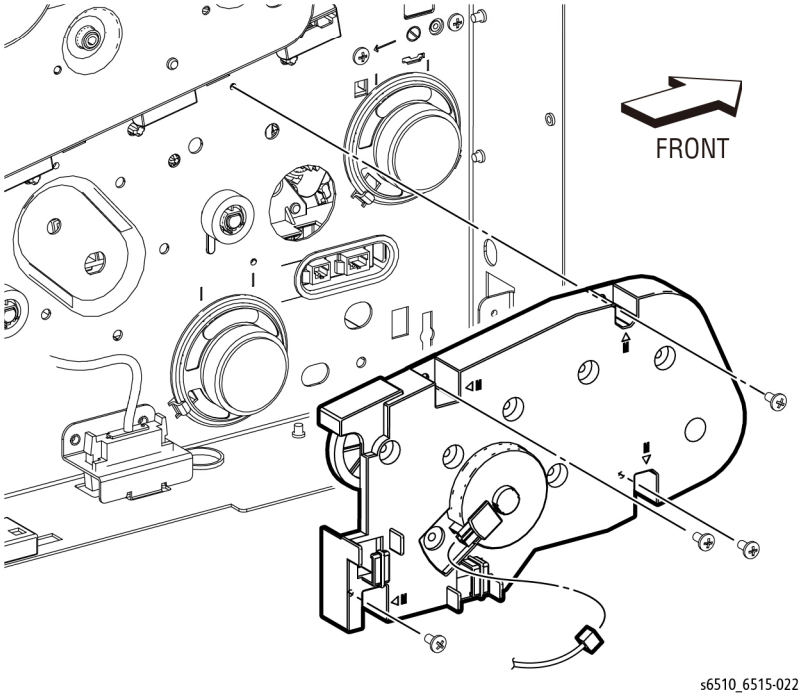

Figure 2 Remove the MSI Drive
5. Refer to Figure 2 to unplug the connector (P/J481) as shown.
6. Refer to Figure 2 to remove the four screws (silver, M3X6mm) attaching the MSI Drive Assembly and remove the assembly.